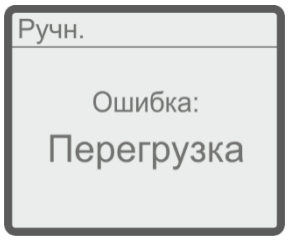

Рисунок 5 – Состояние *ошибка*
- На несколько секунд подаётся питание на электропривод в обратном направлении (Рисунок 6, в). Если при этом опять будет превышена допустимая нагрузка на электроприводе, то блок управления переходит в состояние *Ошибка* (Рисунок 5).
Данная процедура может продолжаться N раз. Если перегрузка в прямом направлении возникает более чем N раз блок управления переходит в состояние *Ошибка* (Рисунок 5).